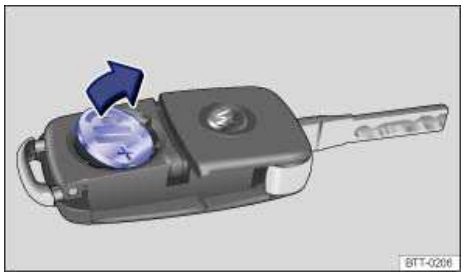

Fig. 26 Remote control vehicle key: Remove old battery.
- Use a thin object to pry the battery out of the battery compartment ⇒ fig. 26.
- Position the new battery in as shown ⇒ fig. 26 and press it into the battery compartment (opposite to direction of the arrow) ⇒ ⓘ.